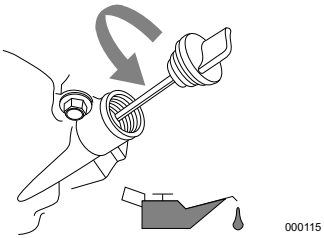

Figure 2-8. Remove Dipstick
3. Remove oil fill cap and wipe dipstick clean. See ***Figure 2-8***.